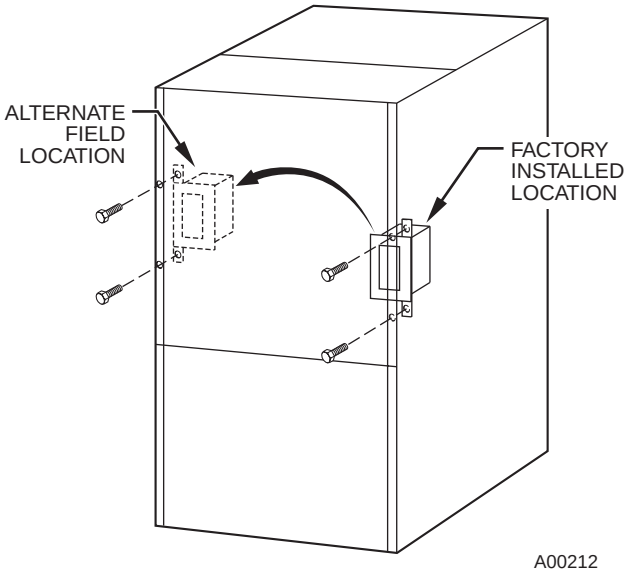

**Fig. 29—Relocating J-Box**
1. Remove 2 screws holding auxiliary J-box. (See Fig. 29.)